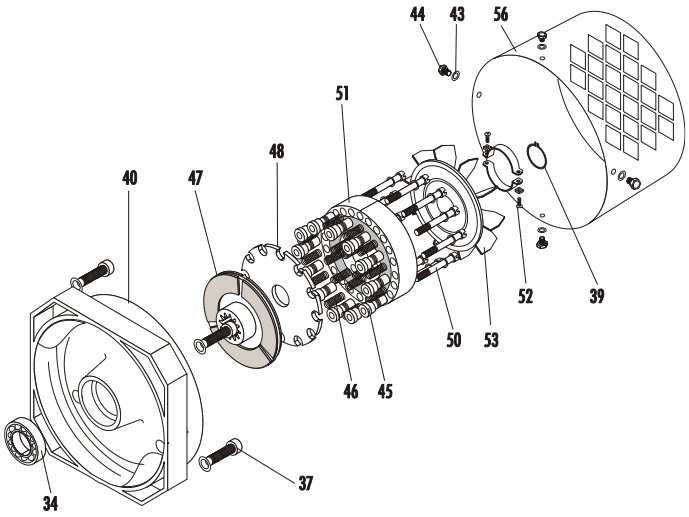

Figure 4.11
In very humid atmospheres, it is also necessary to check the cleanliness of the contact surface between the brake armature (48) and the brake winding plate (51), from fig. 4.11; especially if there has been a long non operational period.